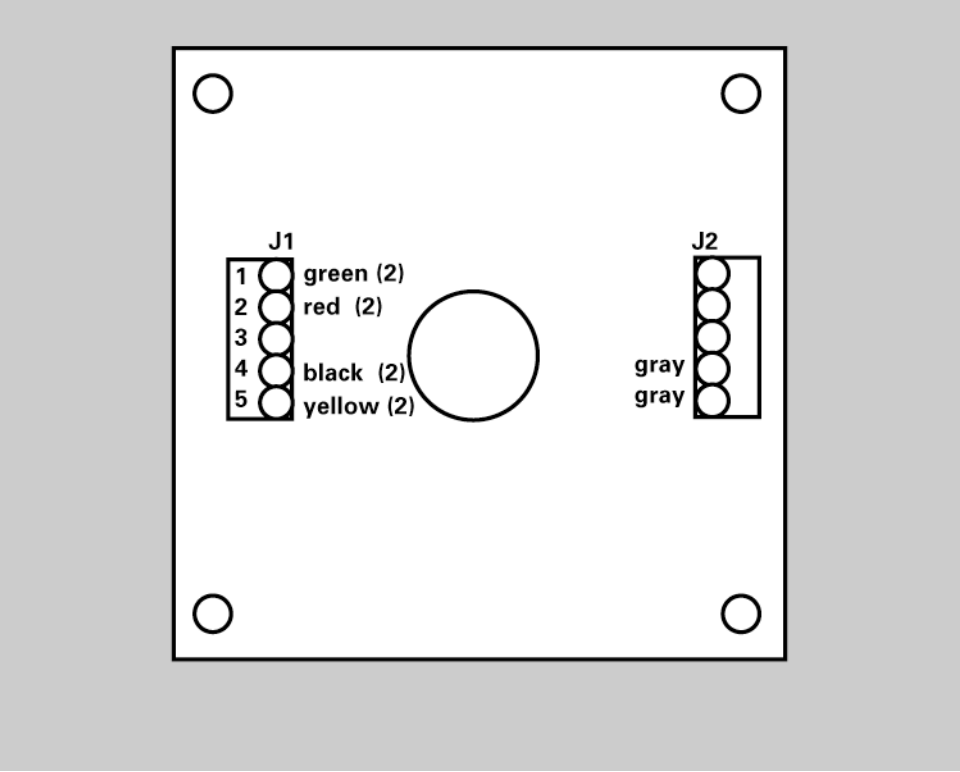
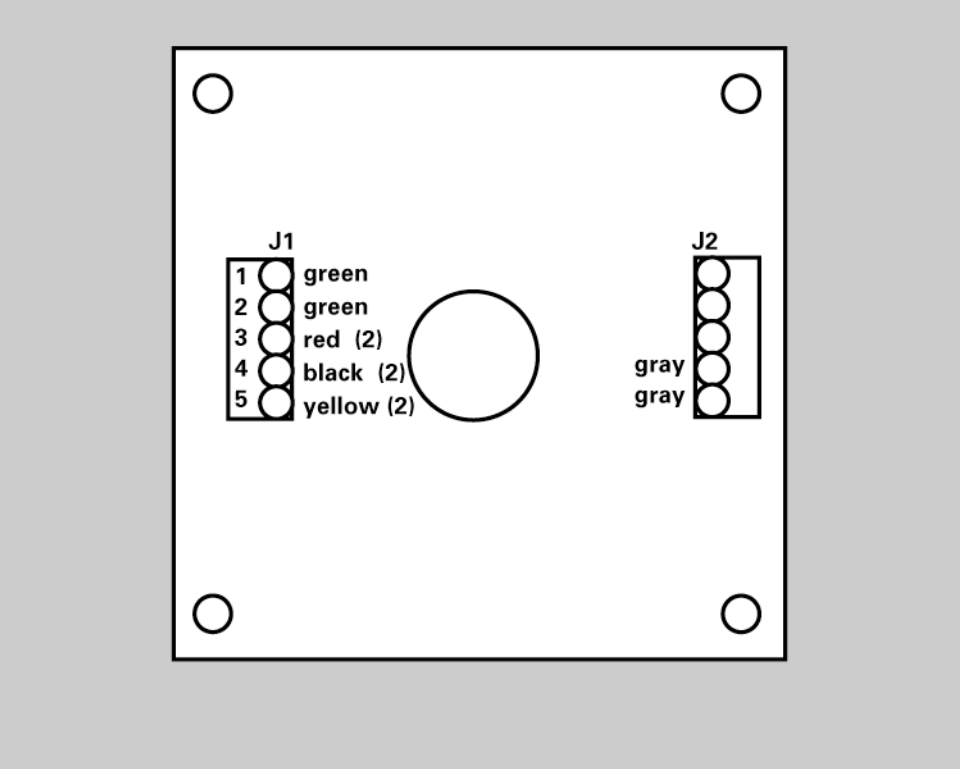

Figure 44 Parallel Switch Configuration
Figure 45 Series Switch Configuration
4. For a parallel connection, connect the cable conductors of both cables to terminal block J1 on the PCB of switch enclosures #1 as shown in *Figure 44*. The (2) indicates that two green wires will join together in terminal 1 of J1, etc. For a series connection, connect the wires as shown in *Figure 45*.